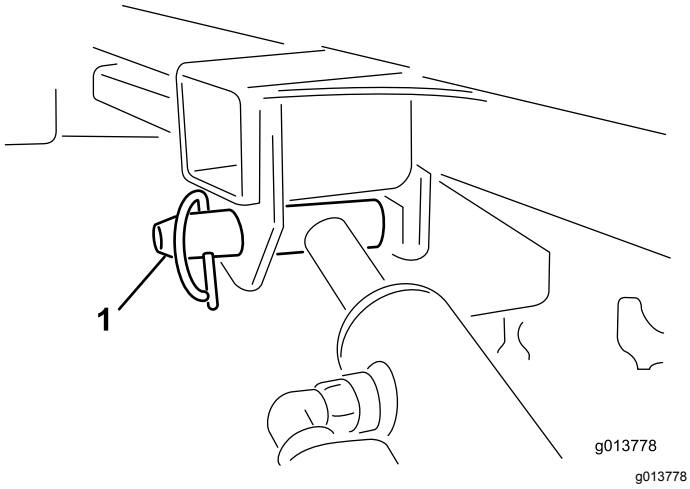

**Figur 51**
11. Hold løftesylinderen med én hånd. Fjern løftesylinderens låsestift med den andre hånden.(Figur 51).